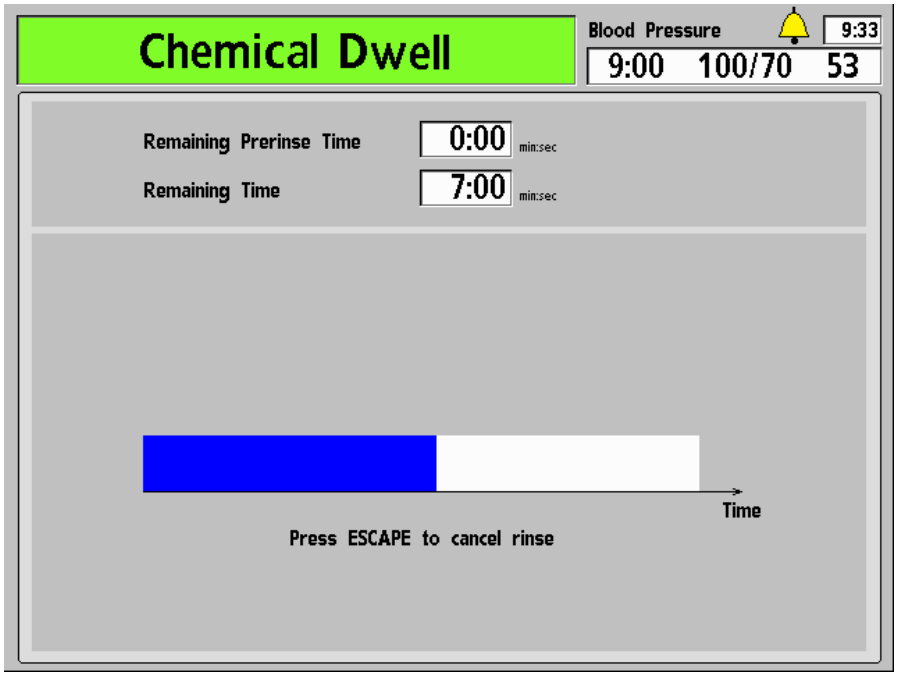

Figure 96 – The Chemical/Dwell Screen
5. The "Chemical/Dwell" screen appears in the display (see Figure 96). The progress of the disinfection program is indicated by the horizontal bar. The program starts with a 45 second rinse. The message, "Rinsing Line, Please Wait" is displayed in the Status Box.